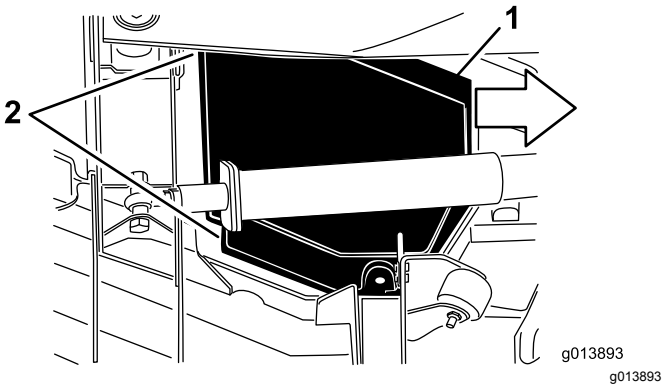

Figur 84
5. Løft skærmen, og skub den i retning af traktionsenheden (ca. 2,5 cm) for at løfte skærmens yderste kant fra skjoldet (Figur 84).